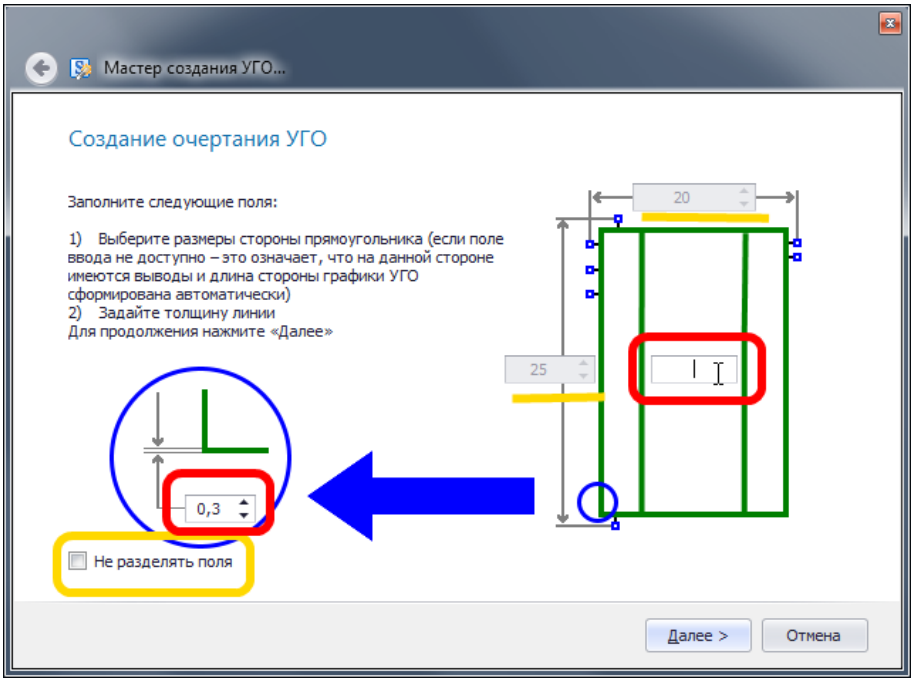

Рис. 253. Настройка графики
4. На третьем шаге мастера осуществляется настройка графики создаваемого символа, см. Рис. 253. В левой части окна задается толщина линий УГО (в единицах длины, заданных в настройках системы).